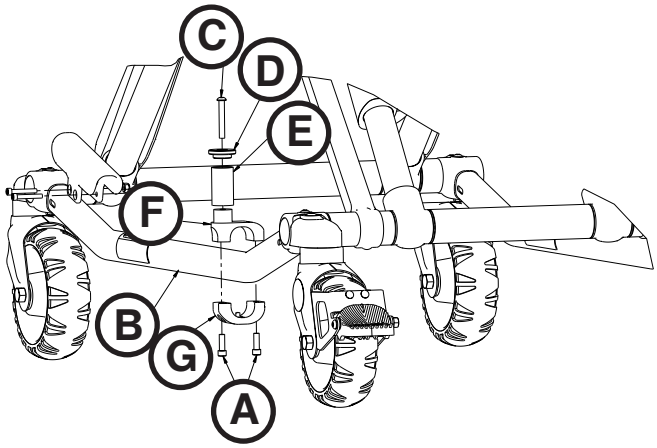

Figur 72
3. Fjern med en T30 Torx-skruetrækker de to sokkelhovedskruer (A), som holder den nuværende holdetap fast på bundrammens rør (B) (Figur 72). Kassér skruerne og holdetappen.
4. Sæt rundhovedskruen (C) gennem holdetappen (D) og taprøret (E) og derefter ind i det øverste pindbeslag (F) (Figur 72).
5. Stram med en 5/32" unbrakonøgle rundhovedskruen (C) helt for at fastgøre holdetappen (D) og taprøret (E) til det øverste pindbeslag (F) (Figur 72). Spænd skruen til 11,30-15,81 Nm (100-140 in-lb) med en momentnøgle.
6. Saml holdetappen hen over bundrammens rør. Ret beslagenes huller ind efter hinanden og indsæt to sokkelhovedskruer (A) i de gevindskårne huller i det nederste pindbeslag (G) (Figur 72).